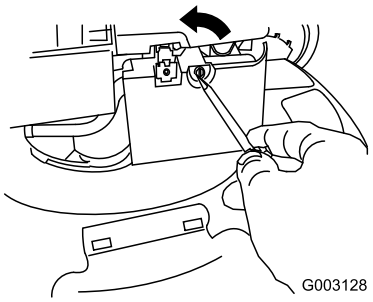

Figur 33
2. Brug en skruetrækker til at åbne luftfilterdækslet (Figur 33).